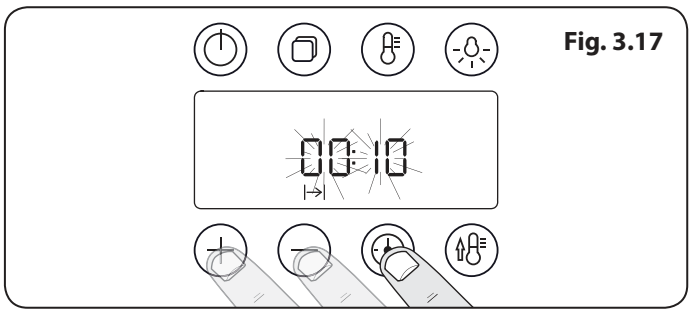

Fig. 3.17
2. Tryck på och håll in 'timerknappen', tillagningsperiodsymbolen [|→|] kommer att visas (**Fig. 3.17**). Ställ in timmarna genom att använda knapparna [+] eller [-].
2. Tryck på och håll in 'timerknappen', tillagningsperiodsymbolen [|→|] kommer att visas. Ställ in timmarna genom att använda knapparna [+] eller [-]. Tryck på timerknappen igen för att ställa in minuterna genom att använda knapparna [+] eller [-] (**Fig. 3.17**).